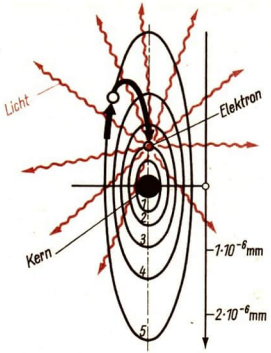

Bild 165/1 Elektronensprung im Bohrschen Atommodell unter Energieabgabe in Form einer Lichtwelle
2. Eine Ausstrahlung von Energie erfolgt bei einem Sprunge von Elektronen auf eine kernnähere Bahn; eine Absorption von eingestrahlter Energie (Energieaufnahme) führt zu einem Sprung auf eine dem Atomkern entferntere Bahn (Bild 165/1).
Nach der Bohrschen Modellvorstellung befindet sich das H-Atom im Grundzustand, wenn das Elektron auf der kernnächsten Bahn kreist. Das Wasserstoffatom kann elektromagnetische Wellen nur dann aussenden, wenn sich das Elektron auf einer weiter vom Kern entfernten Bahn bewegt und auf eine kernnähere Bahn zurückspringt. In diesem Falle geht das H-Atom aus einem angeregten in den Grundzustand zurück. Ein H-Atom kann zum Beispiel bei Gasentladungen durch den Zusammenstoß mit Elektronen in einen angeregten Zustand versetzt werden. Beim Zurückspringen des zum Atom gehörenden Elektrons auf die kernnähere Bahn wird die zugeführte Energie als Licht oder elektromagnetische Strahlung wieder frei (Bild 165/1). Die Atome der anderen chemischen Elemente sind komplizierter als das Wasserstoffatom aufgebaut. Sie haben mehrere Elektronen, die sich auf verschiedenen Bahnen um den Kern bewegen. Die